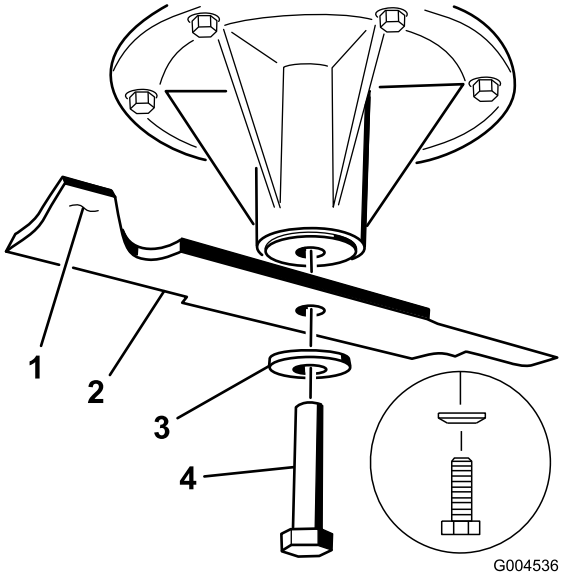

Figura 83
1. Montate la lama sull'asse del fusello (Figura 83).
2. Montate il disco elastico e il bullone della lama. Il cono del disco elastico deve essere rivolto in verso la testa del bullone (Figura 83). Serrate il bullone della lama a 115–149 Nm.